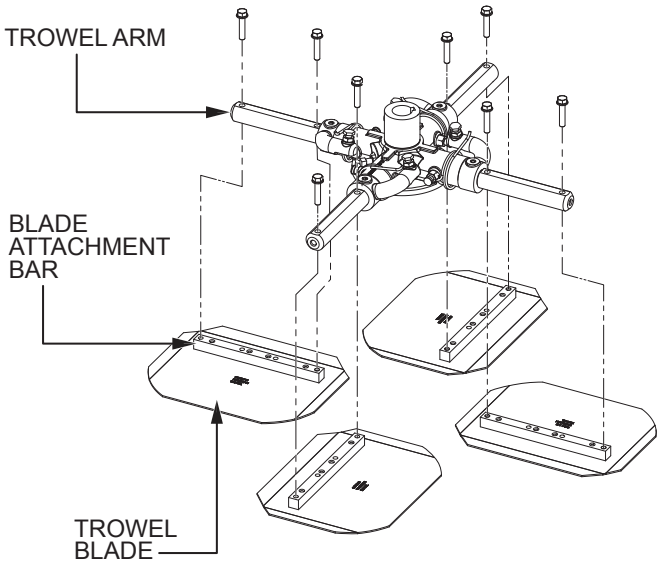

Figure 67. Blade Removal
2. Remove the bolts and lock washers from each of the trowel arms, then remove the blades as shown in Figure 67.